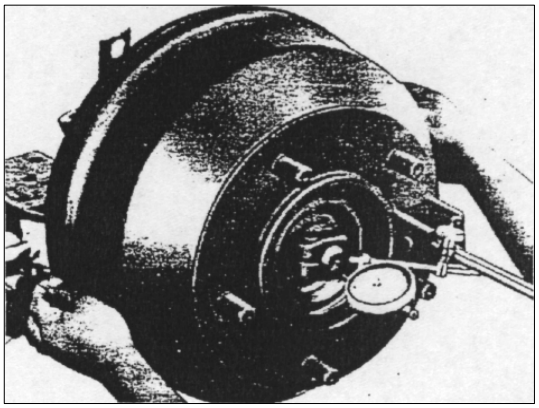

РИС. 285
11) Установите, индикатор ИЧ-10 с держателем на ступицу, с натягом плунжера 5 мм (см. рис.285).